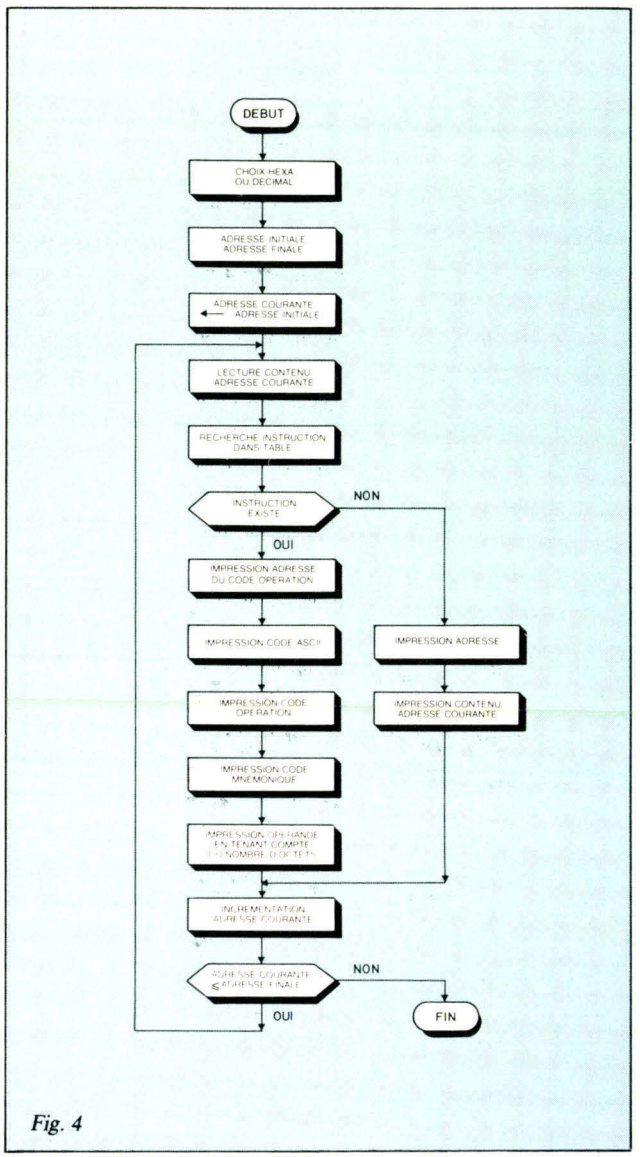

Fig. 4
Puisque nous rédigerons notre désassembleur en BASIC, nous utiliserons à cette fin l'instruction CHR$ (X) qui délivre le caractère ASCII correspondant au nombre décimal X. Nous aboutissons ainsi à l'organigramme de la **figure 4.**
Le problème ayant été « débroussaillé », et forts de l'outil que nous avons constitué avec l'organigramme de la **figure 4,** , il nous faut rassembler maintenant des renseignements sur le microprocesseur utilisé (ici le 6502). Ces